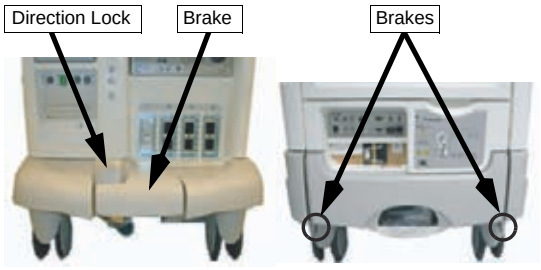

Figure 1: Brakes and direction locks
1. **Align the front wheel under the front end of the system as shown in Figure 1.**